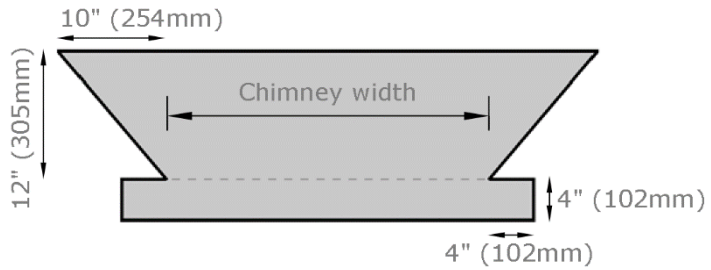

FIGURE 17 - Chimney Flashing
- Install an apron flashing on the front of the chimney. See **Figure 17** for recommended dimensions. Install step flashing along the sides. For further details see the VERTICAL WALL FLASHINGS section.